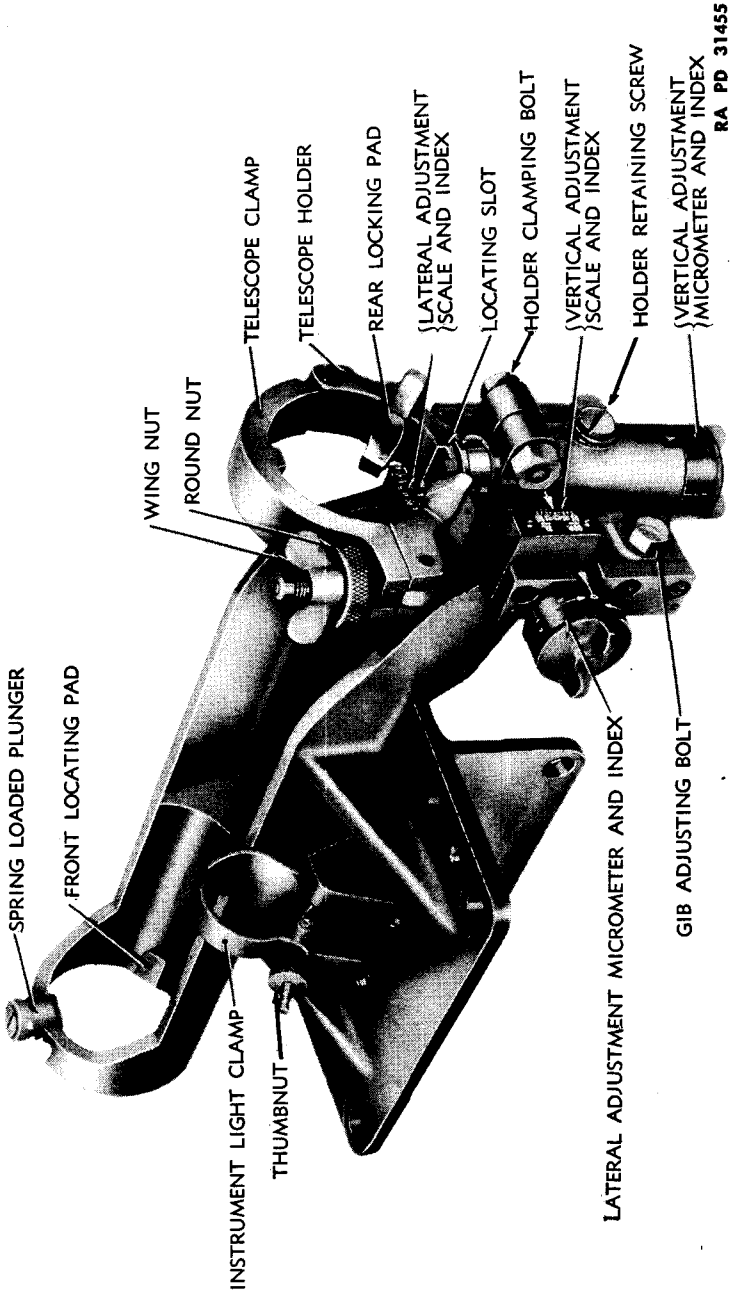

Figure 61 — Telescope Mount T90 — Left Rear View
(1) Remove the lamp bracket, with the hand, from the top of the telescope.
(2) Loosen the wing nut and round out on the left side of the telescope clamp (fig. 61) and slide the telescope backwards. When replacing the telescope, insert the front of the telescope through the front holder from the rear, and push the telescope forward until the locating pin on the under side of its rear collar (fig. 59) engages the locating slot in the rear holder. Moderate force is necessary to push the telescope into place, as the spring-loaded plunger in the front holder bears down on the telescope.
(3) Close the rear clamp and secure the telescope in place by tightening the round nut and wing nut. Attach the lamp bracket to the telescope.
(1) The Telescope Mount T90 (fig. 61) supports the Telescope M71C in a front and rear holder. The front holder is fixed, but the rear holder is adjustable with lateral and vertical adjusting mechanisms for bore sighting the mount and telescope. The amount of the adjustment is registered on scales and micrometers. The lateral adjustment scale which is on the right side is graduated in reference units approximating mils, from 0 to 20 either side of 0, and marked 0, 10, 20. Arrows and the letters "L" and "R" (left and right) indicate the direction of the adjustment. The lateral adjustment micrometer, which is on the left side, is graduated for reference only in approximate mils, and marked 0, 1, 2, 3, 4, in both directions. Arrows and the letters "L" and "R" indicate the direction of the adjustment. The sum of the scale and micrometer readings is the amount of the adjustment in units. The vertical adjustment scale and micrometer are graduated in the same manner as the lateral adjustment scale and micrometer with the exception that the direction of the adjustment is indicated by the letters "EL" and "DEP" (elevation and depression). No means are provided for setting off deflection or elevation angles; this is accomplished with the graduated reticle in the telescope.
(2) The headrest which is mounted on the right-hand side of the gun cradle is adjustable to suit the position of the gunner's head. The clamp for the Instrument Light M33 is secured to the left side of the telescope mount. For description of the instrument light, refer to paragraph 79.